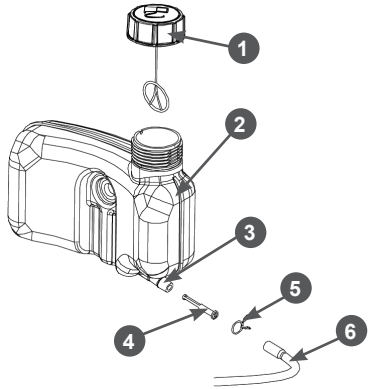

Рис. 20 Обслуживание топливного фильтра и топливного бака
2. Снимите хомут 5 топливного шланга и снимите шланг 6 со штуцера 3 топливного бака (Рис. 20).
4. Извлеките из топливного шланга 6 топливный фильтр 4 (Рис. 20). Проверьте его целостность и чистоту, при необходимости промойте чистым бензином или замените.